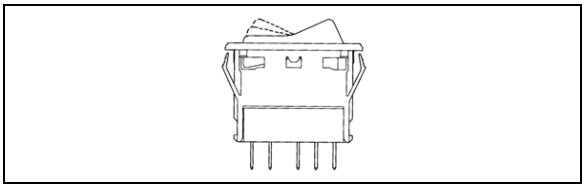

**FIGURE 31: SWITCH**
3. To install a new switch, reverse the procedure (**FIGURE 31**).